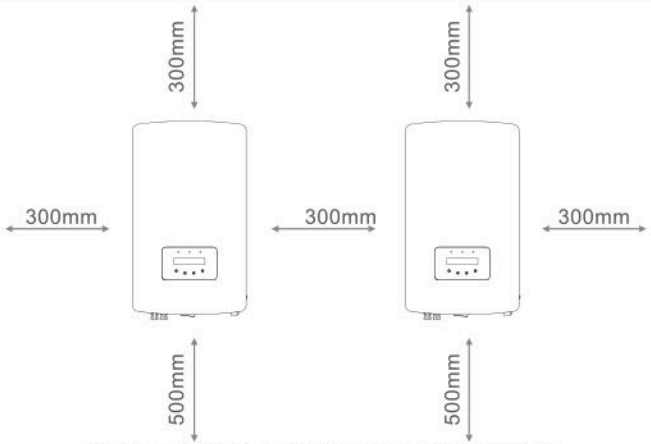

Figura 4.2 Distanza di montaggio dell'inverter
1. Secondo la figura 4.2, selezionare l'altezza di montaggio della staffa e contrassegnare i fori di montaggio. Per le pareti in mattoni, la posizione dei fori deve essere adatta ai bulloni ad espansione.